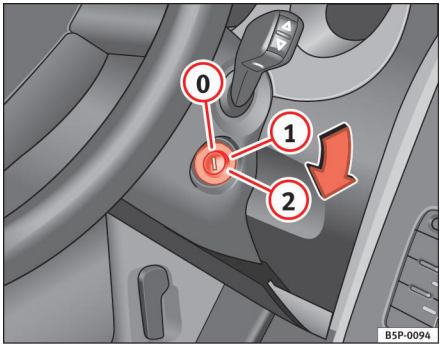

Fig. 118 Tændingsnøglens stillinger
I denne stilling ⇒ fig. 118 er tændingen afbrudt, og motoren standset, og rattet kan låses.
– Drej tændingsnøglen til stilling ⇒ side 152, fig. 118 (1). Mens motoren forgløder, lyser kontrollampen ⌀.
– Drej tændingsnøglen til stilling (2) for at starte motoren, når kontrollampen ikke længere lyser – træd ikke på speederen.
– Drej tændingsnøglen til stilling ⇒ side 152, fig. 118 (0).